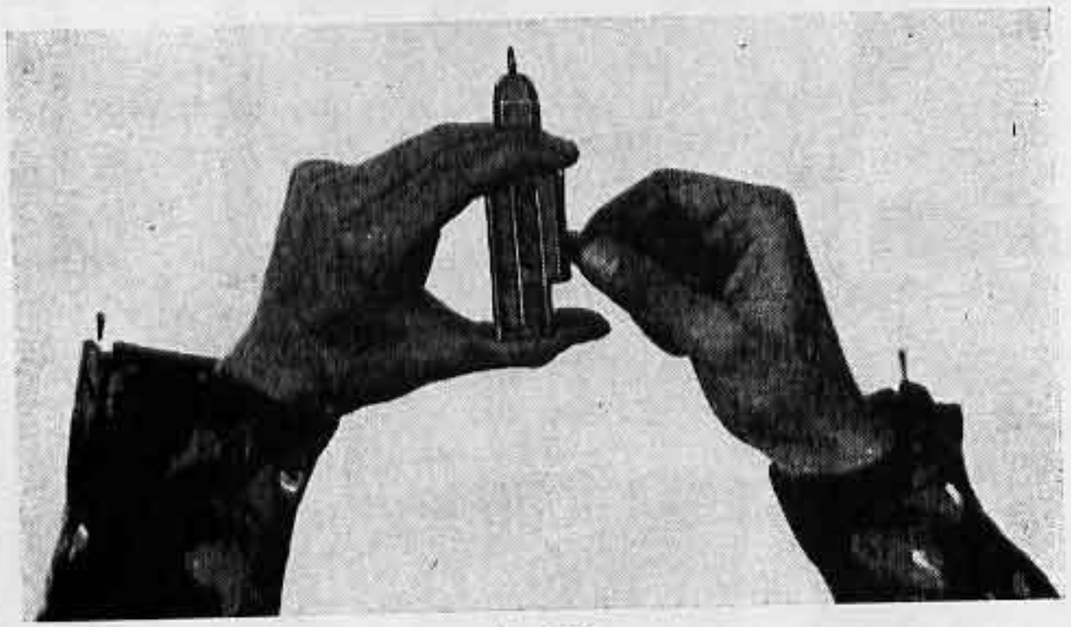

fig 26
- Démonter le dispositif de percussion (fig 26)